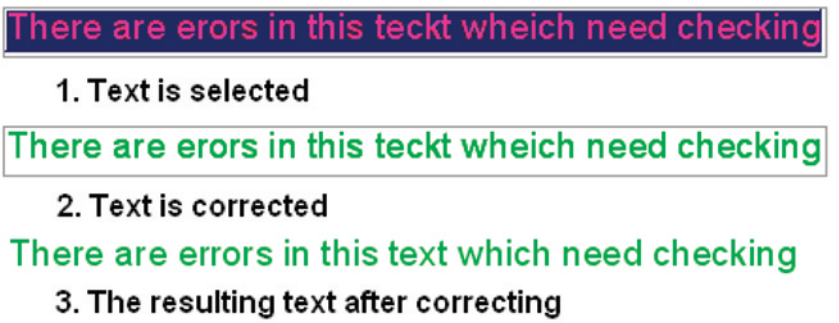

Fig. 6.38 The three stages in checking spelling using **Text Edit**
First example – the Spelling tool (Fig. 6.38)
1. *Enter* some badly spelt text as indicated in Fig. 6.38.
3. *Left-click* on the text. The text is highlighted. Edit the text as if working in a word-processing application and when satisfied *click* the **Return** key of the keyboard (Fig. 6.38).